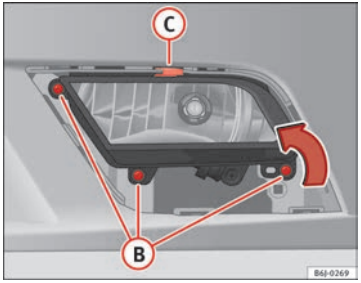

Fig. 171 Front fog light
– Remove the bolts (3x) ⇒ Fig. 171 (B) to remove the fog light.
– Remove the metal clip situated on the upper part of the fog light pulling towards the exterior of the vehicle ⇒ Fig. 171 (C). ■